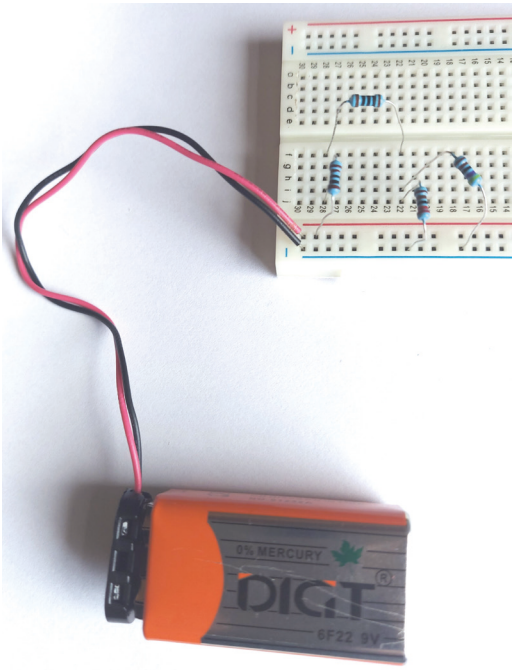

Figure 2.16 Construct the project on a breadboard.
Construction: Build the project by placing the components on the breadboard as shown in Figure 2.16.
- Connect the 9 V battery as shown in Figure 2.16.